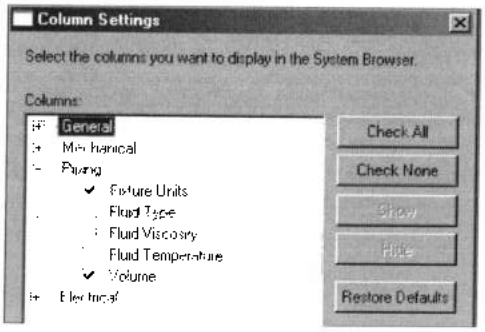

Рис. 37.6. *Создание граф в Навигаторе систем*
- **Column Settings** (Параметры колонок) – вставка колонок с определенной информацией раздела, выбираемой из открывающегося одноименного бокса (рис. 37.6). В нем для включения в набор определенного системного параметра – пометить его флажком, либо выделить и нажать кнопку **Show**. Для удаления колонки снять флажок с параметра или, выделив параметр, нажать кнопку **Hide**.